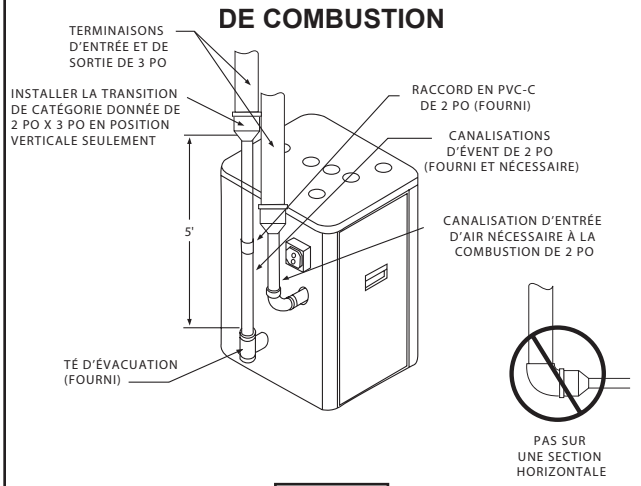

Figure 11
3. Les raccordements des canalisations d'air de combustion et d'évacuation sur la chaudière sont de 2 po mais doivent augmenter à 3 po. En raison de la grande possibilité de températures de résidus de combustion supérieures à 155 °F, la première distance de 5 pi de tuyau d'évacuation doit être en CPVC (fourni) et le reste du tuyau peut être en PVC. Tout coude utilisé dans les premiers 2½ pi de la canalisation doit être en CPVC. Deux pièces de tuyau de CPVC de 30 po de long et de 2 po de diamètre ainsi qu'un raccord 2 po sont fournis avec la chaudière. *(Figure 11)*